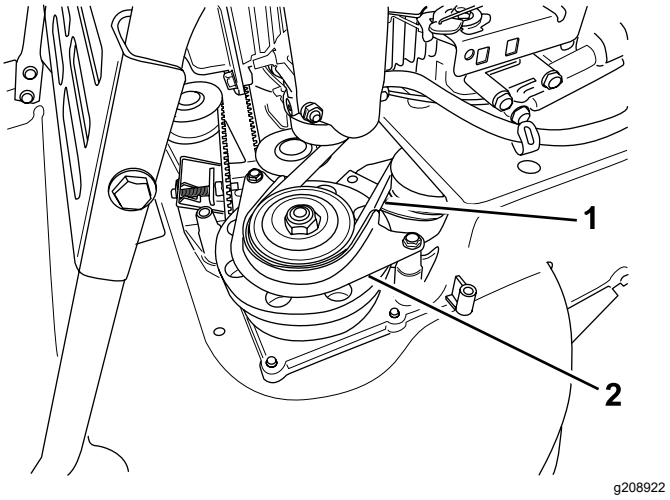

Figure 42
7. Déposez la protection de la courroie du BBC (Figure 42).